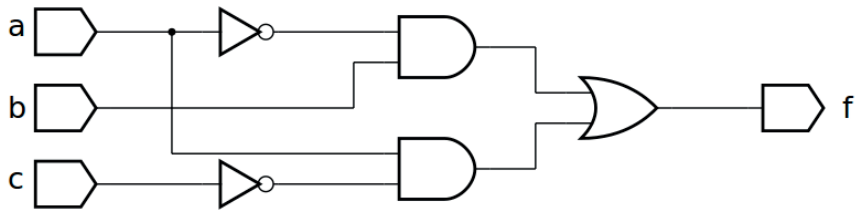

Figura 5.2 – A implementação da função simplificada f(a,b,c) = (2,3,4,6) = a'b + ac' na forma E-OU.
b) A forma simplificada da função como soma dos produtos é a seguinte: f(a,b,c) = a'b + ac'. Nesta forma, esta função pode ser diretamente implementada por dois níveis de portas lógicas E-OU. A implementação desta função simplificada na forma E-OU é mostrada na Figura 5.2. A tabela 5.8 mostra a tabela verdade da função f(a,b,c) = (2,3,4,6).